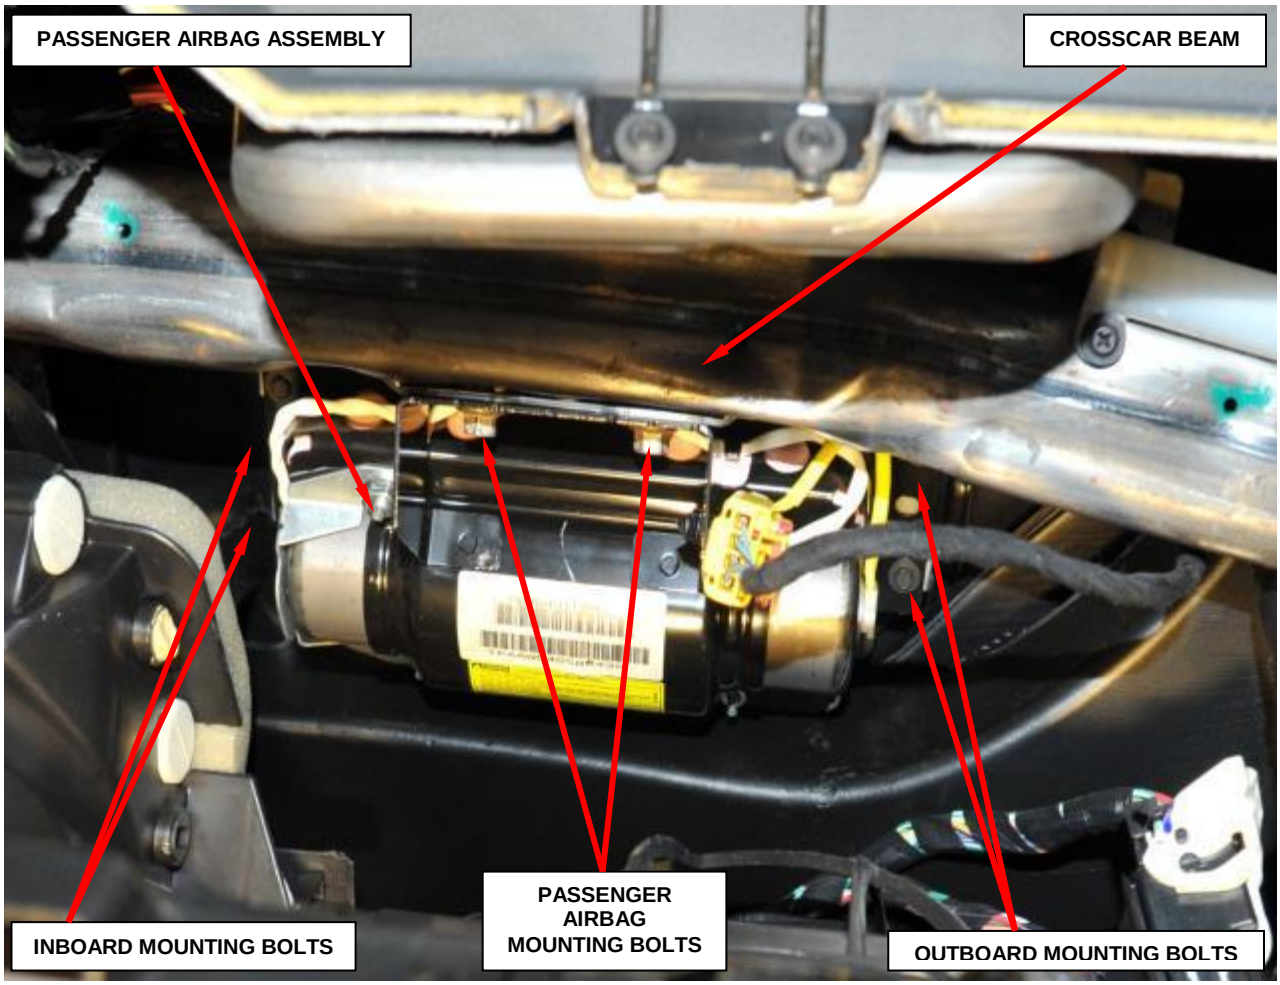

Figure 74 – Passenger Airbag Mounting Locations
31. Remove and save the two inboard mounting bolts to the passenger airbag assembly just below the distribution duct and to the left of the distribution housing (Figure 74).
32. Remove and save the two outboard mounting bolts to the passenger airbag assembly just below the distribution duct (Figure 74).
33. Remove and save the two passenger airbag assembly mounting bolts to the crosscar beam (Figure 74).
38. Install the two passenger airbag mounting bolts to the crosscar beam. Torque bolts to 103 in. lbs. (11.6 N·m) (Figure 74).
39. Connect the instrument panel wire harness connector for the airbag to the passenger airbag inflator pigtail wire connector on the right side of the airbag mounting bracket. Be certain that the latch on the connector and the red Connector Position Assurance (CPA) lock are each fully engaged (Figure 74).
40. Install the two inboard mounting bolts to the passenger airbag just below the distribution duct and to the left of the distribution housing. Torque the screws to 25 in. lbs. (2.8 N·m) (Figure 74).
41. Install the two outboard mounting bolts to the passenger airbag just below the distribution duct. Torque the screws to 25 in. lbs. (2.8 N·m) (Figure 74).